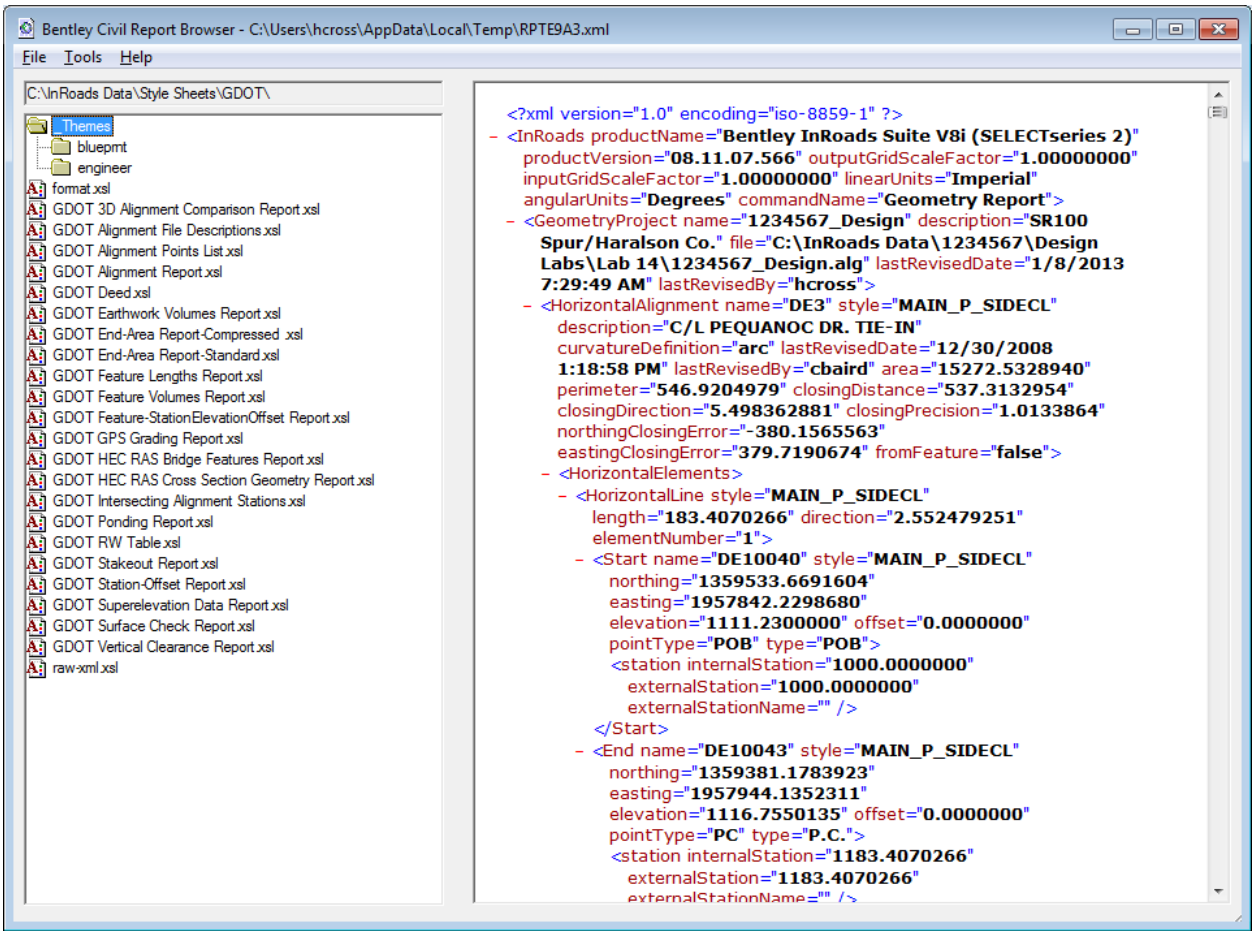

Figure L14-6 Bentley InRoads Report Browser
14.	**Open the Bentley Civil Report Browser.** • In the **Geometry Report** dialog, click **Apply**. The **Bentley Civil Report Browser** opens similar to that shown in *Figure L14-6*.